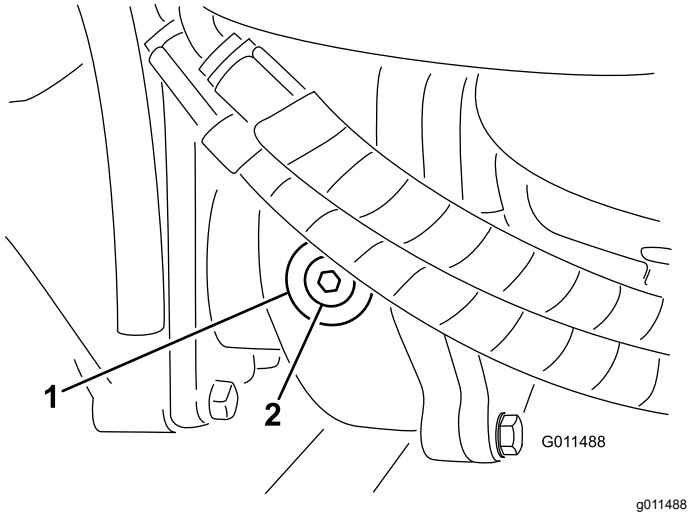

Figur 108
2. Ta bort kontroll-/påfyllningspluggen på växellådans vänstra sida, och kontrollera att oljan når upp till botten av hålet (Figur 108).